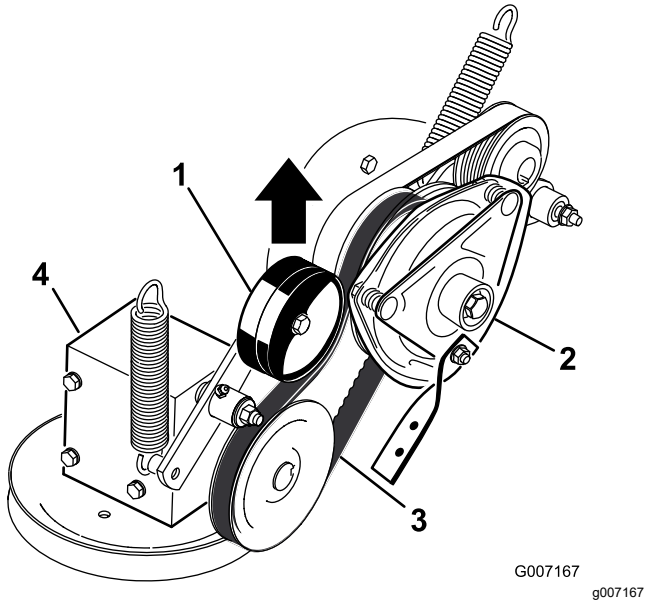

Figur 76
5. Dra upp kraftuttagsdrivremmens fjäderbelastade mellanremskiva och lossa remmen från kopplingsskivan (Figur 76).
17. Dra upp kraftuttagsdrivremmens fjäderbelastade remskiva och montera den på kopplingsskivan (Figur 76).